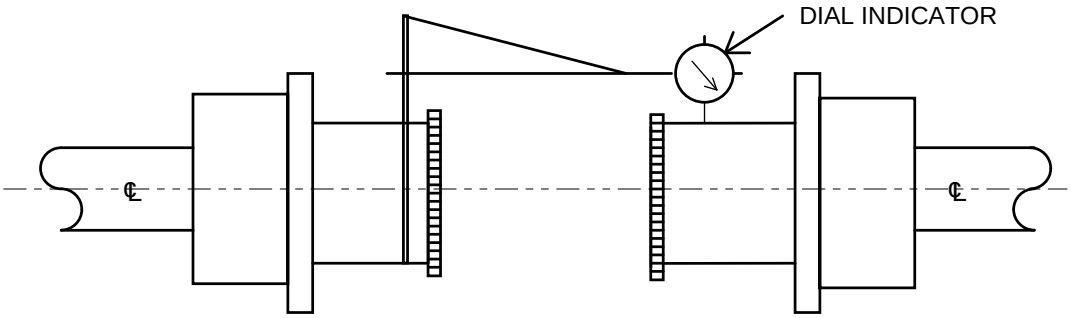

FIGURE 2-11
The reverse indicator method involves taking readings from one shaft to the rim surface of the adjoining shaft and vice versa as shown in FIGURE 2-11. This method of shaft alignment eliminates the need for taking face readings.
4. Attach the indicator bracket to the driver coupling hub. Attach the dial indicator to the bracket so that it indicates off the compressor coupling hub. Refer to FIGURE 2-11.